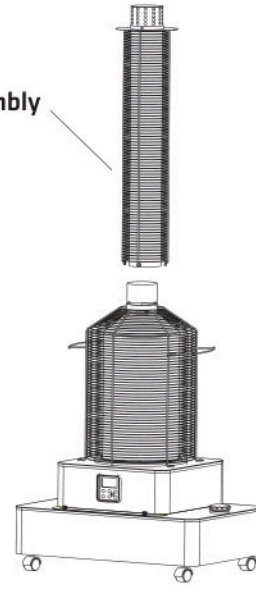

FIGURE 3
3. As shown in Figures 3–4, insert the chimney assembly into the connection point on the heating chamber and secure it using three M6×10 bolts.